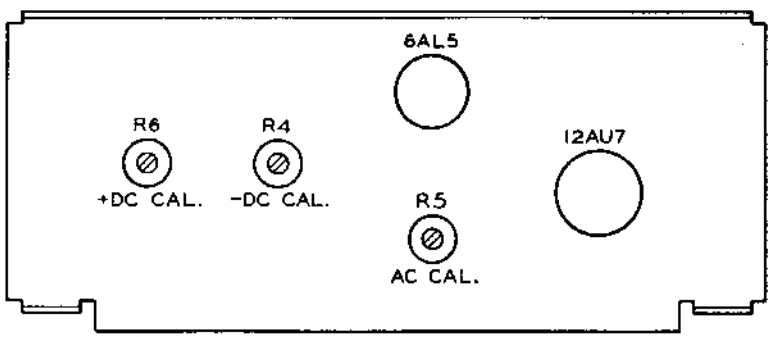

Figure 9. Locations of calibrating controls
The schematic diagram of the WV-98A is shown in Figure 6. Locations of calibration controls are shown in Figure 9. If it becomes necessary to replace any of the component parts, only RCA replacement parts or their equivalents should be used. Replacement parts should be ordered from a local RCA tube and parts distributor and the code and serial numbers of the instrument, as well as the stock number of the replacement parts, should be specified in the order. Stock numbers and descriptions should be obtained from the Replacement Parts List on pages 20 and 21.
7. With a screw driver, adjust the "+DC CAL" potentiometer R6 to bring the pointer exactly to the 50-volt mark on the scale. (See Figure 9 for location of calibration controls.)
6. Apply 50 volts, 60 cps between the ground lead and the tip of the probe. The meter reading should be within ±3%. If the accuracy is not within this figure, adjust the AC CAL control, R5, (See Figure 9 for locations of calibrating controls) to give full scale deflection of the meter pointer.